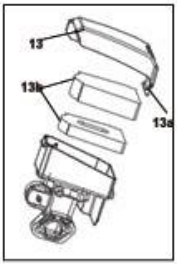

rys. 28
2. Naciśnij dwa zatrzaski (13a), aby odblokować pokrywę filtra powietrza (13), a następnie zdejmij pokrywę (rys. 28).